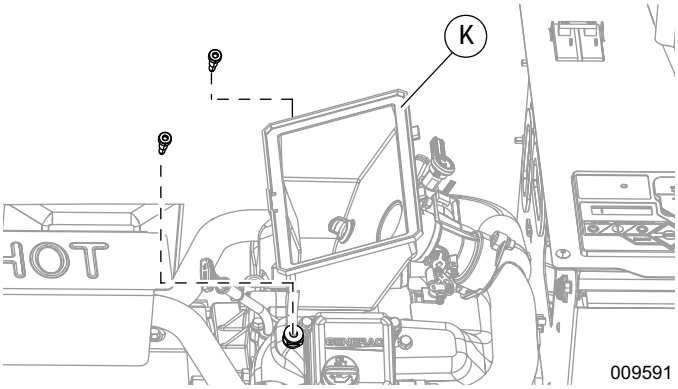

Рисунок 8. Демонтаж винтов воздушной коробки (серия 500/1000)
3. См. ***Рисунок 8***. Снимите винты с основания воздушной коробки (K).